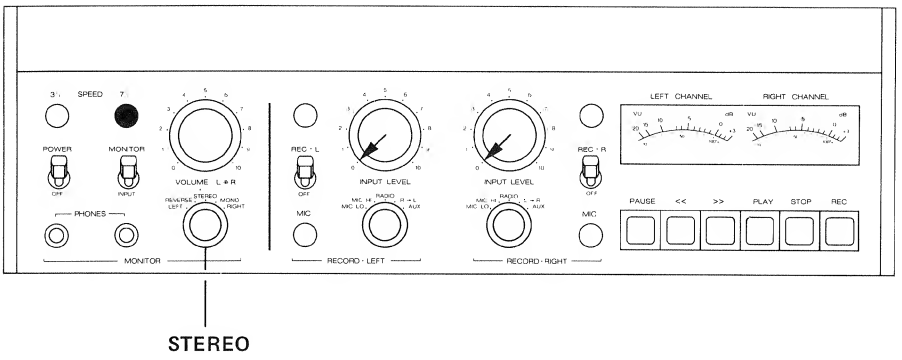

Fig. 6.4.–8
– Bedienungselemente nach Fig. 6.4.–8 einstellen.